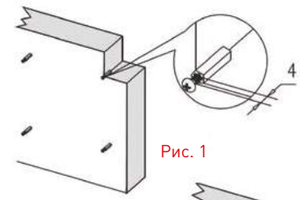

Рис. 1
4. Вкрутите болты, оставив зазор не менее 4 мм (рис. 1).